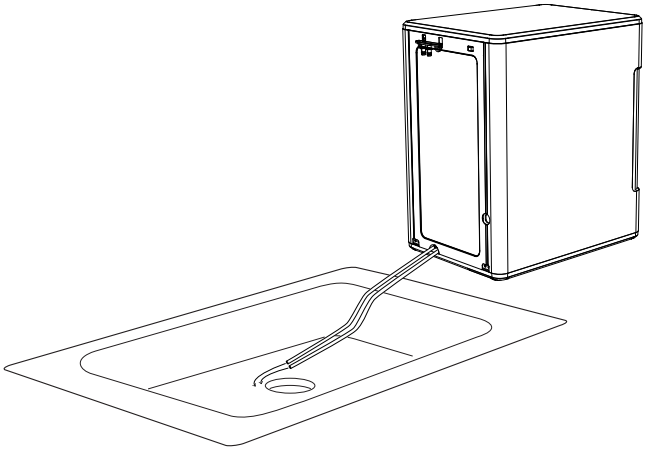

Figure 5
6. Vidangez maintenant l'eau en décrochant les tuyaux situés derrière la machine à glaçons Opal et en les plaçant dans un évier ou un sceau. Voir Figure 5